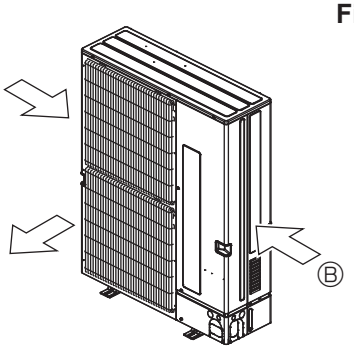

Fig. 2-4
③ Position the unit so that the air outlet blows perpendicularly to the seasonal wind direction, if possible. (Fig. 2-4)